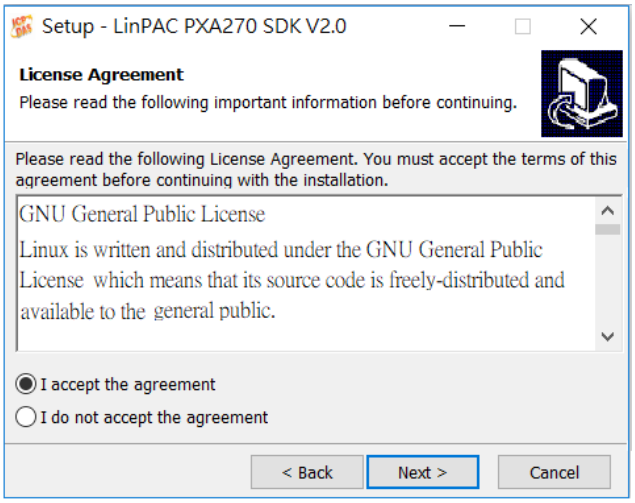

Fig. 2-6
3. Click the "I accept the agreement" option and then click the "Next" button, refer to Fig. 2-6 below.